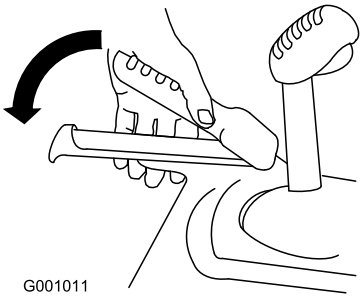

Bild 29
1. Drücken Sie zum Einkuppeln des Fahrantriebs den linken Hebel (Fahrantrieb) zum Handgriff (Bild 29).